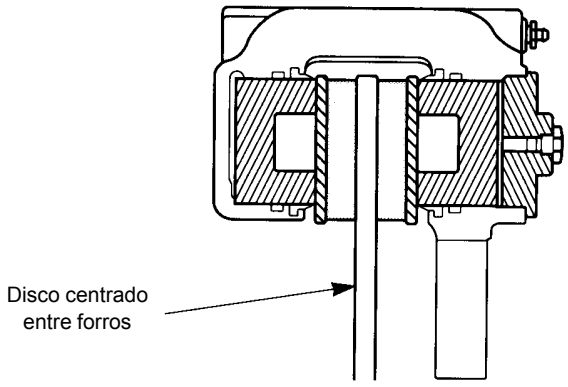

FIGURA 8-27
b. Los suplementos deberán ser de acero, rectificados hasta quedar planos y paralelos y deberán cubrir toda la superficie de montaje del cubo o de la caja. Los forros deberán moverse libremente en la caja y entre las placas terminales. Consulte la (Figura 8-27).